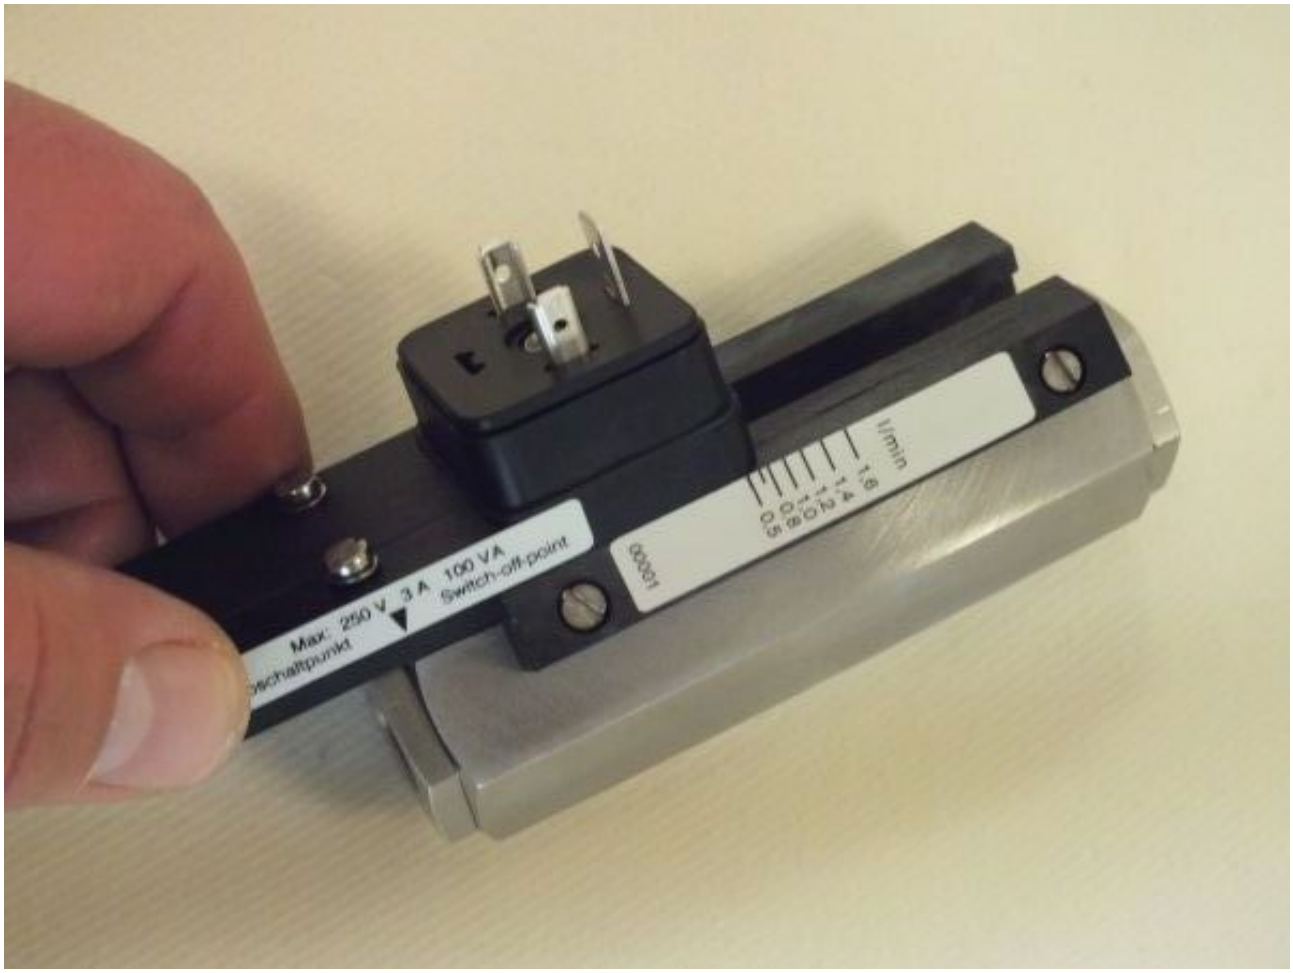

Fig. 62: Remove switch contact from guide rails
4. Remove the switch contact from the guide rails (*Fig. 62*).